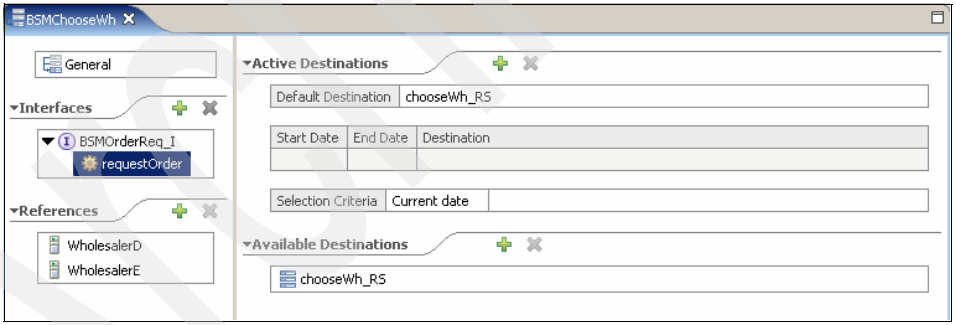

Figure 11-39 Rule group BSMChooseWh
e. Press Ctrl+S to save the rule set and close the Ruleset Editor. Figure 11-39 shows how the rule group BSMChooseWh looks now.